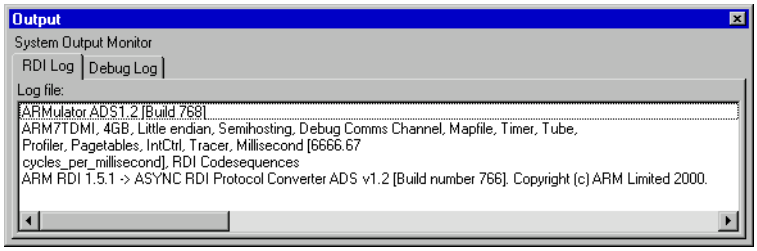

**Figure 5-83 Output system view**
Select **Output** from the **System Views** menu to display a window, shown in Figure 5-83, containing two tabbed pages, labeled **RDI Log** and **Debug Log**.
**$rdi_log** This variable controls how target information is logged in the **RDI Log** tab of the Output system view, shown in Figure 5-83 on page 5-64. If it is unset (the default) then no logging occurs. The two least significant bits have the following meanings: